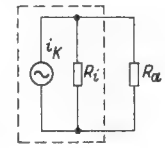
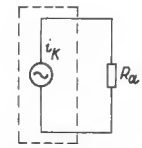
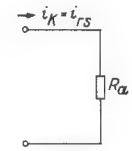
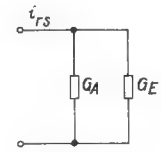

Bild 3. Kurzschluß-Ersatzschaltbild einer Röhre
Bild 3a. Kurzschluß-Ersatzschaltbild einer Rauschdiode ($R_i = \infty$)
Bild 3b. Kurzschluß-Rauscheinströmung auf R_a
Bild 4. Prinzipschaltung zur Bestimmung der Grenzempfindlichkeit
Man geht von dem Stromquellen-Ersatzschaltbild einer Röhre aus, da sich der Rauschstrom als Kurzschluß-Rauschstrom i_K nach Formel (1) oder (2) bestimmt (Bild 3). In ihm kann R_i vernachlässigt werden ($R_i = \infty$) (Bild 3a). Die volle Kurzschlußeinströmung arbeitet also auf R_a (Bild 3b). Für die Bestimmung der Grenzempfindlichkeit ist demnach die Ersatzschaltung von Bild 4 gültig.
G_A entspricht dem R_a von Bild 3 und ersetzt in der Empfindlichkeitsmeßschaltung den Antennenwiderstand R_A.
Bei Anpassung ($G_A = G_E$) ist die nach Bild 4 an den Eingang (G_E) abgegebene Leistung N